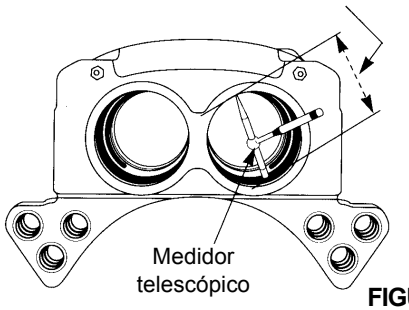

FIGURA 8-23
3. Mida el diámetro de la cavidad de la caja. Reemplace la caja si su diámetro se ha desgastado a más de 76.276 mm (3.003 pulg)(Figura 8-23).